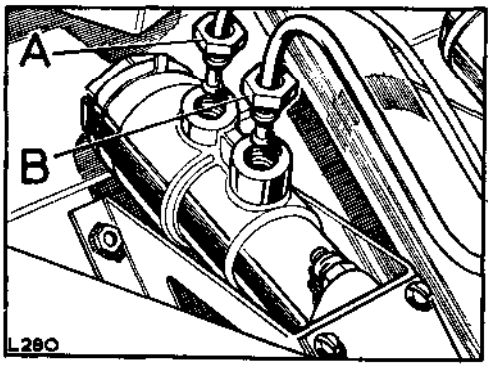

**Fig. H1-57. Pipe connections at brake master cylinder**
6. Connect the inlet and outlet pipes to the brake master cylinder. See Fig. H1-57.